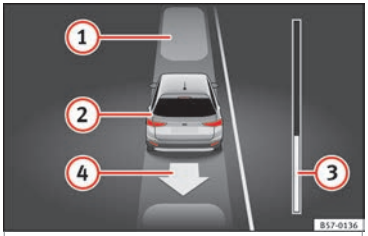

Rys. 214 Na wyświetlaczu tablicy rozdzielczej: wyjazd z równoległego miejsca parkingowego.
Legenda do **rys. 214**:
7.	Cofać do momentu pojawienia się ciągłego sygnału systemu ParkPilot. **LUB:** cofać do momentu, gdy na tablicy rozdzielczej pojawi się komunikat wzywający do rozpoczęcia jazdy na wprost. Pasek postępu ››› **rys. 214** ③ wskazuje odległość do przejechania ››› **strona 256**.